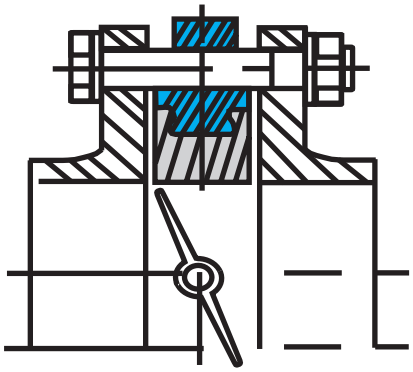

Рис. 4
- Перед началом монтажа диск поворотного затвора необходимо немного приоткрыть, но так, чтобы диск не выходил за корпус дискового поворотного затвора (рис. 4).